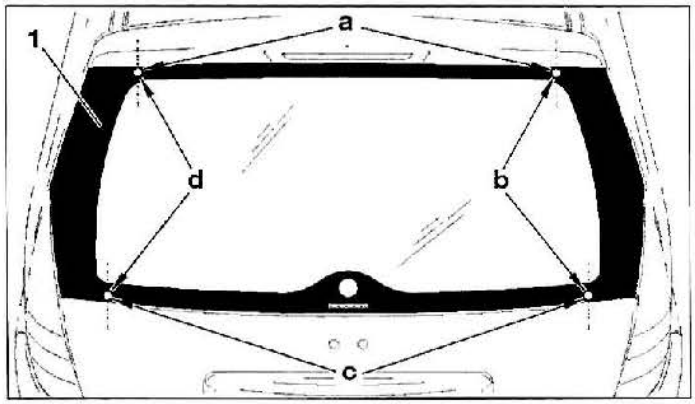

FIG. 95
• Cortar el cordón de cola de la luneta (1) **(fig. 95 o 96).**